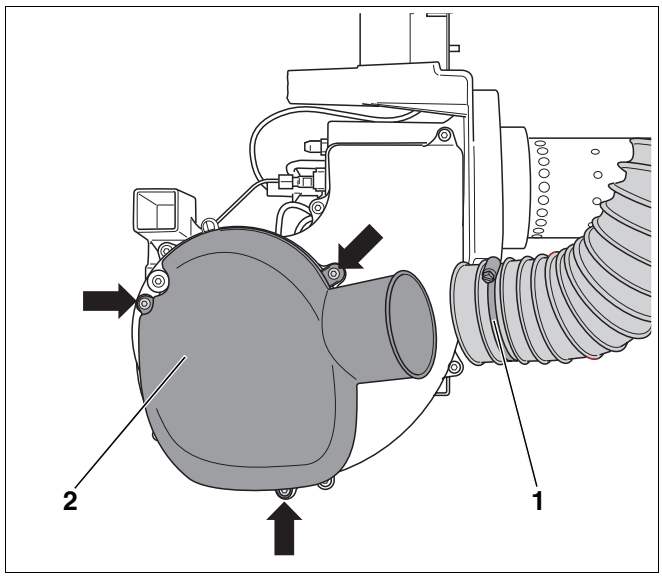
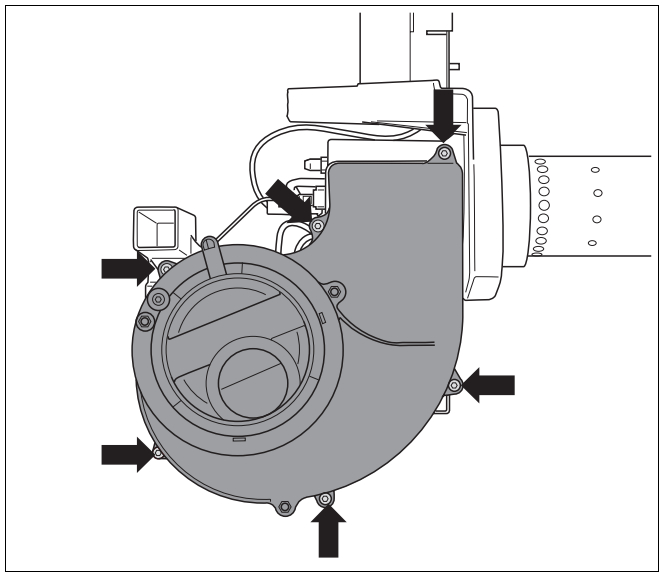

Afb. 28 Geluiddemper aanzuig demonteren
Afb. 29 Afdekking van het ventilatorrad demonteren
- Maak de speciale slangklem (afb. 28, **pos. 1**) van de toevoer voor verbrandingslucht voor een kamerluchtonafhankelijke werking los.
- Draai de bevestigingsschroeven (afb. 28, **pijl**) los en neem de geluiddemper van de aanzuig (afb. 28, **pos. 2**) weg.
- Draai de zes bevestigingsschroeven (afb. 29, **pijl**) los en neem de afdekking van de ventilator weg.
- Bevestig de afdekking van de ventilator (afb. 29) en de geluiddemper van de aanzuig (afb. 28, **pos. 1**) weer.
- Maak de speciale flexibelklem (afb. 28, **pos. 1**, pagina 31) los en trek de aanzuigslang eraf.